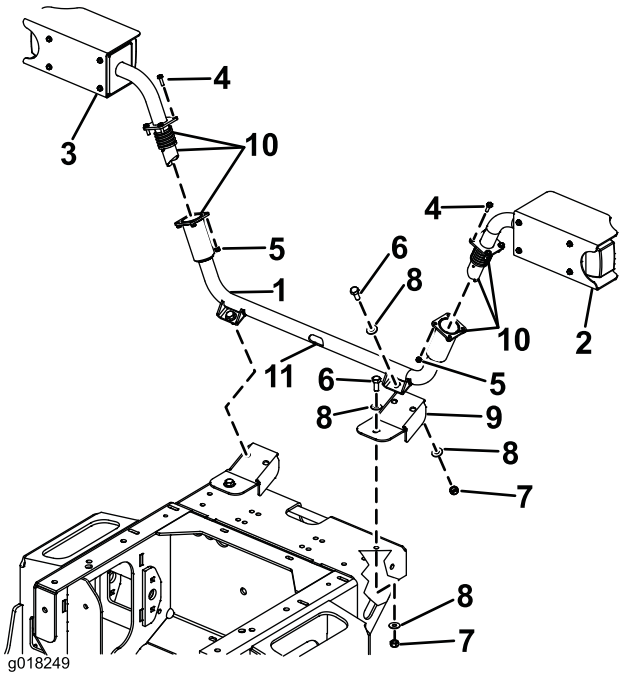

Bild 11
1. Die vorderen Lampen werden an der mittleren Scheinwerferaufnahme befestigt, die mit zwei Befestigungshalterungen an der Maschine befestigt werden (Bild 11).
2. Befestigen Sie die zwei Befestigungshalterungen mit Schrauben (M10 x 25 mm), Scheiben (3/8"), M10-Nyloc-Muttern vorne an der Maschine (Bild 11).
3. Befestigen Sie die mittlere Scheinwerferaufnahme mit Schrauben (M10 x 25 mm), Scheiben (3/8"), M10-Nyloc-Muttern an den Befestigungshalterungen (Bild 11).
4. Tragen Sie Gleitmittel auf, um die Innenwand der Rohrenden und alle Oberflächen der Federn und der Rohrendprofile gut einzuschmieren (Bild 11).
5. Die Lampen können jetzt eingebaut werden. Halten Sie die rechte Scheinwerferaufnahme fest und führen Sie das Kabel durch die Endrohre und lassen es im mittleren Ausschnitt der mittleren Scheinwerferaufnahme austreten (Bild 11).
6. Befestigen Sie die rechte Lampe mit Schrauben (M6 x 20 mm) und M6-Nyloc-Muttern an der mittleren Scheinwerferaufnahme (Bild 11).